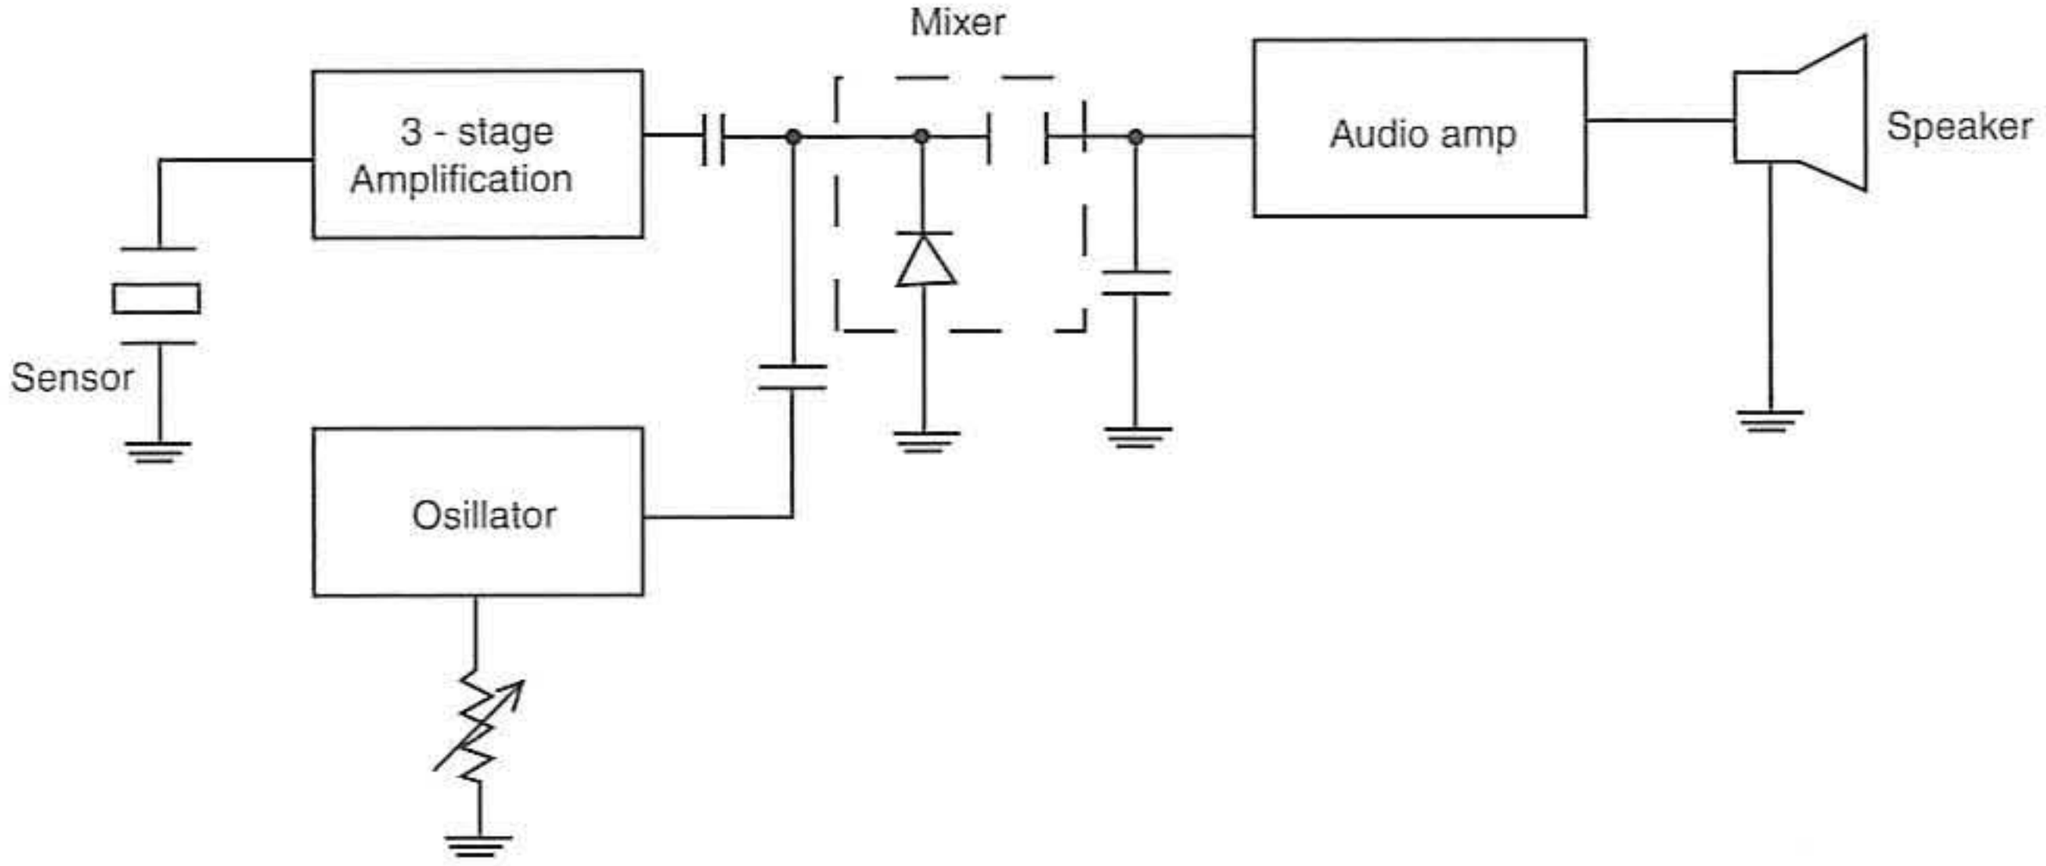

Figure 1-11 *Ultrasonic listening block diagram*
The addition of a parabolic reflector further enhances the performance of this project. Because ultrasonic frequency spectrums are beyond our hearing range, they can be listened to only by indirect means, such as frequency heterodyning. *Frequency heterodyning* is a method widely used in modern radio receivers. In an ultrasonic receiver with frequency heterodyning, a *local oscillator* (LO) is used to generate a square wave. The output from the LO is from 20 to 100 KHz. The incoming signal, or *frequency input* (FI), is first picked up by an ultrasonic transducer and then amplified by a three-stage amplifier. The input signal is then mixed by the mixer section to produce a sum (LO + FI) of the frequencies and a difference of frequencies (LO − FI) at the mixer output. Because the sum of frequency (LO + FI) is too high to be heard, it is filtered out. The difference in frequency (LO − FI) is just within the audio range of frequencies; therefore after amplification, it can be heard from a loudspeaker or headphones. A system block diagram is shown in Figure 1-11.